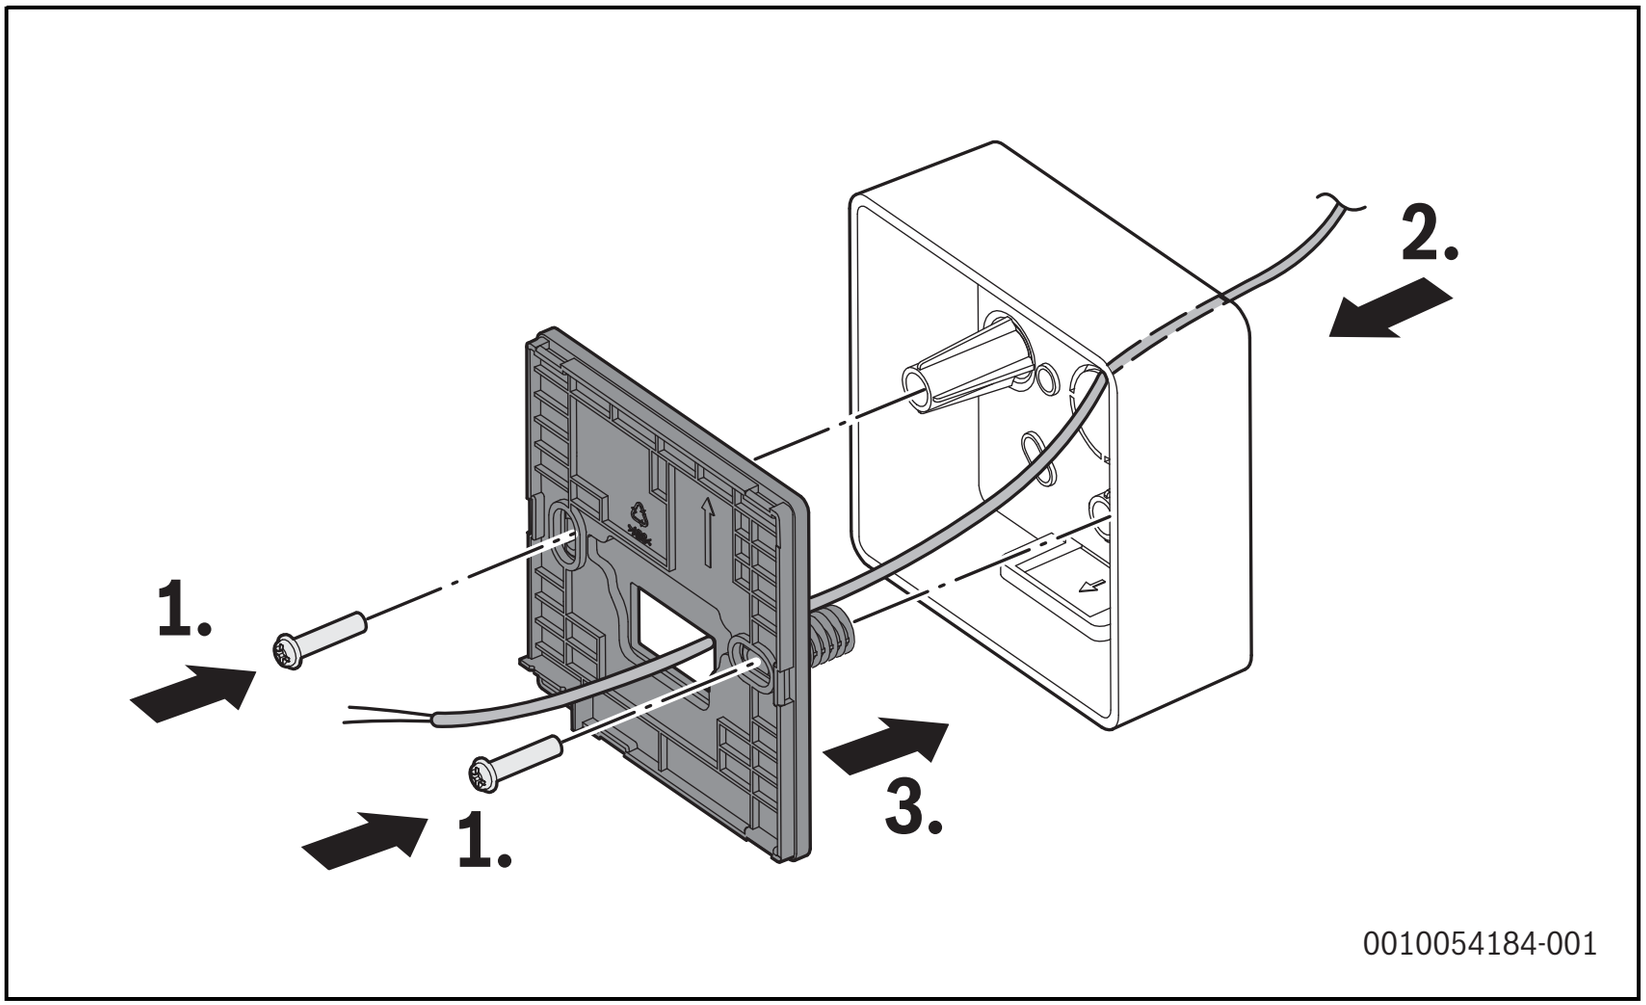

Rys. 7
- Za pomocą dwóch śrub z łbem z gniazdem krzyżowym przymocować tylną pokrywę regulatora przewodowego do skrzynki zaciskowej za pomocą wsporników (→rys. 7, [1]).
- Wykorzystać trzy śruby z łbem kulistym oraz plastikowy kołek rozporowy do przymocowania pokrywy tylnej regulatora przewodowego do ściany. Uważać, aby pokrywa tylna nie została zniekształcona na skutek zbyt silnego dokręcenia (→rys. 7, [2]).